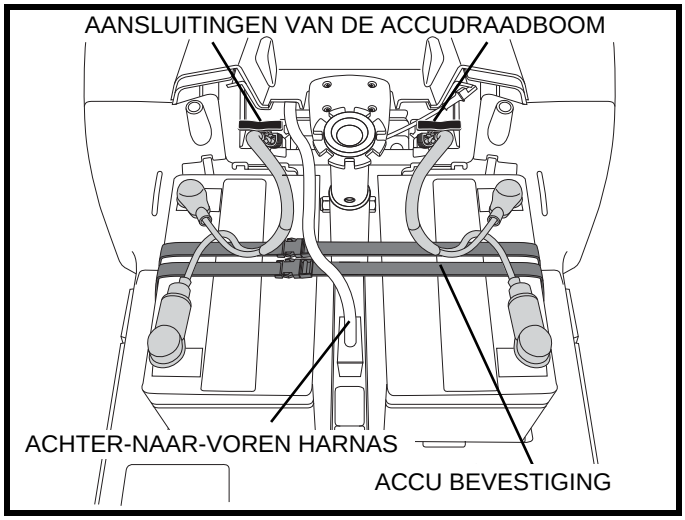

**Figuur 22. Harnas Verbindingen**
5. Ontkoppel beide accudraadbomen door deze recht omhoog te trekken. **Zie figuur 22**.
8 Sluit beide accudraadbomen aan. **Zie figuur 22**.